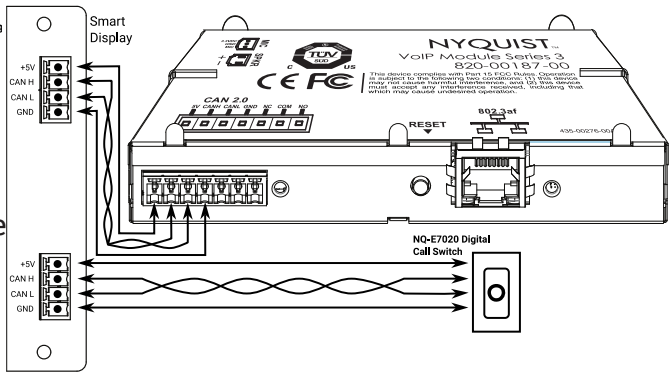

Figure 8: CAN bus connector with multiple digital call switches
3. When applicable, use the pluggable CAN bus connector to attach one or more NQ-E7020-G2 Digital Call Switches to the Nyquist VoIP Module 820-00187-00 via the NQ-S1810WBC's smart display connectors, as shown in **Figure 8**.